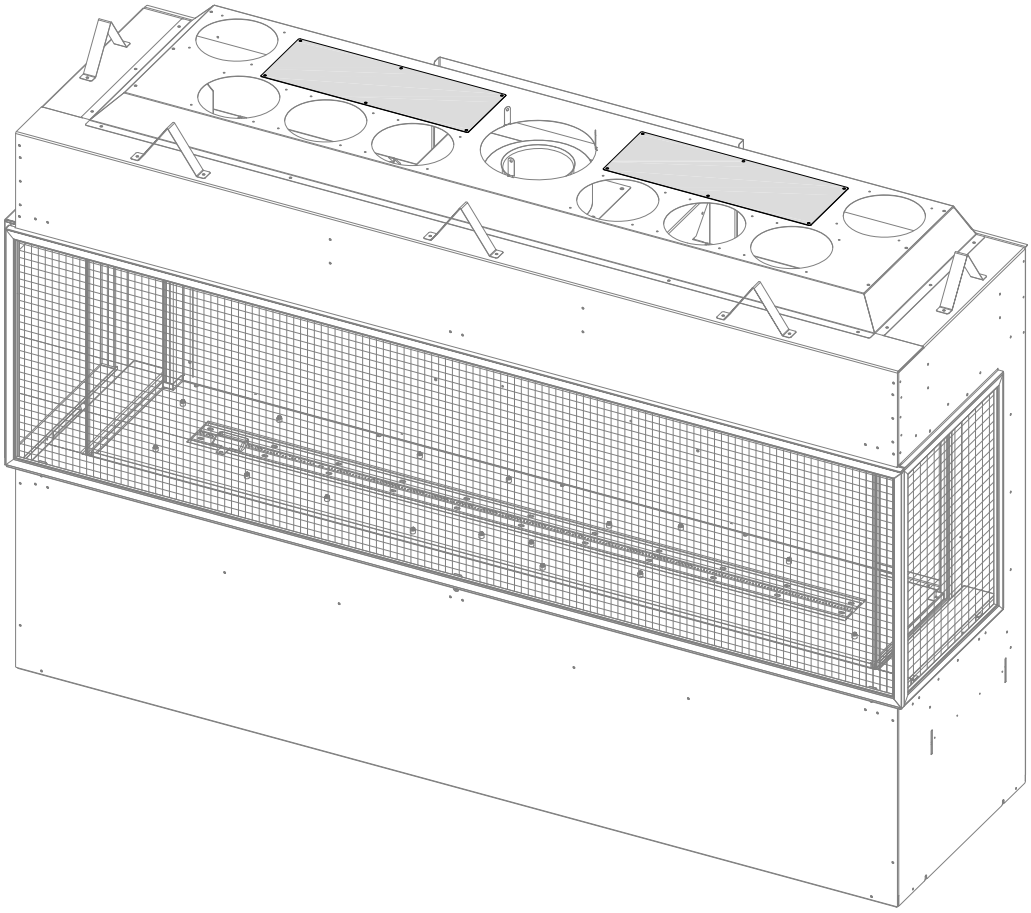

Figure 2.10 - Emplacement des couvercles rectangulaires pour cavité ventilée
1. À la livraison, le foyer est prêt à installer avec les options d'installation de cavité ventilée montrées à la Section 2.3.4. Laissez les couvercles rectangulaires installés sur le dessus du foyer, tel que montré à la Figure 2.10.